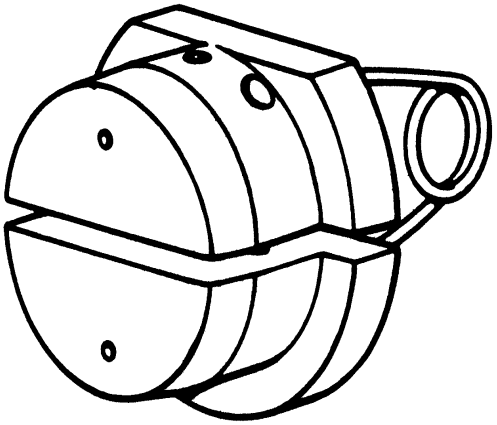
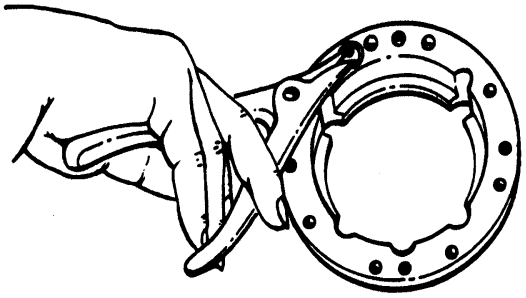

Figure 16. 6798242 Turbine Rear Bearing Rollers Retainer
Figure 22. Removing Metal O-ring Gasket Using 6796619 Pliers
c. When turbine rotor clears the turbine rear bearing support, insert 6798242 retainer (figure 16) through roller bearing outer race (35) and rollers.
a. Remove 6798242 retainer (figure 16) roller bearing outer race (35, figure 13) rollers, and turn turbine rear bearing support (15) to horizontal position in stand.
b. Remove bolts (24), rear bearing oil tube (25), flange (26), and bracket (27) from turbine rear bearing support.
c. Remove metal O-ring gasket (28) from rear bearing oil tube.
d. Remove two bolts (29), seven bolts (30), and rear bearing retainer (31).
e. Remove metal O-ring gaskets (32, 36) from rear bearing cage (33). (See figure 22.)